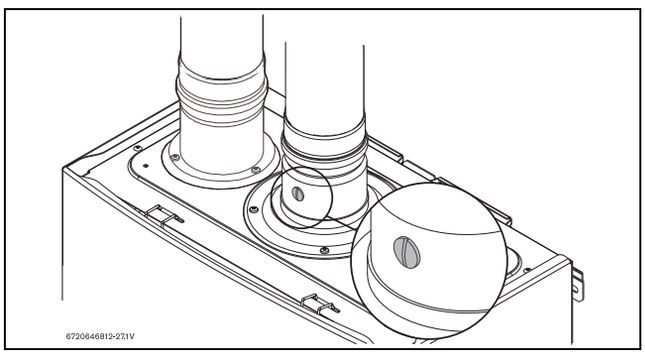

Fig. 62 Measuring port
- Remove brass flat head screw on the exhaust collar as seen in Fig.62.